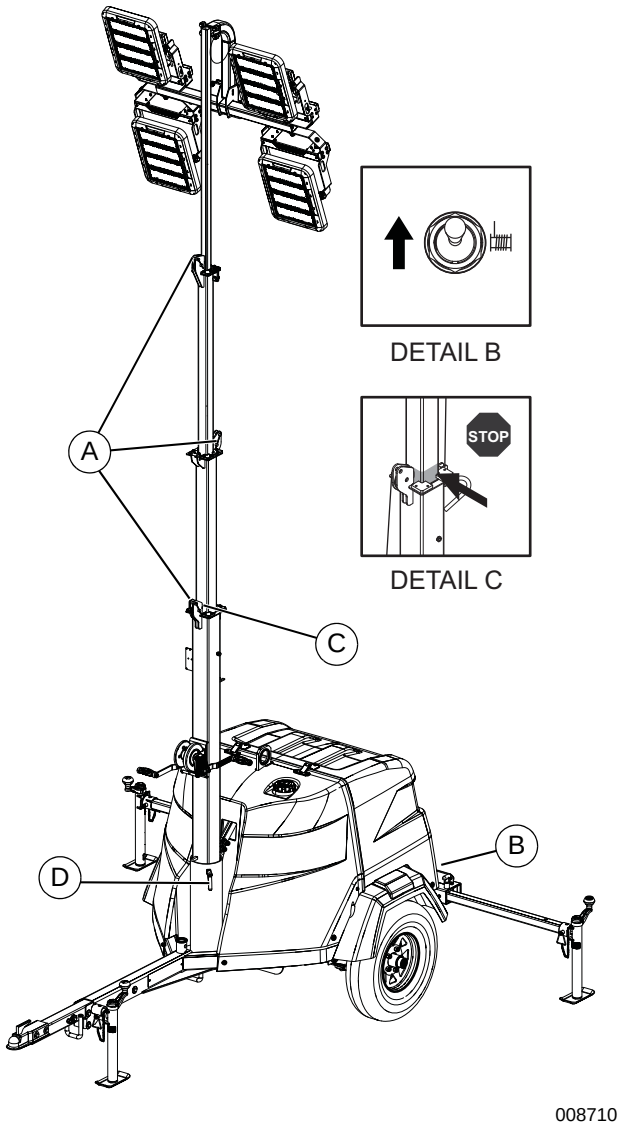

Figure 3-3. Switch & Pulley Locations—Electric Winch
2. See ***Figure 3-3***. Inspect the mast cables for excessive wear or damage. Verify the cables are properly centered in each pulley (A). Inspect the electrical cord for damage.
3. Rotate the mast by loosening the mast rotation knob at the bottom of the mast (D). Turn the mast until the lights face in the desired direction. Tighten the mast rotation knob to secure the mast in position.